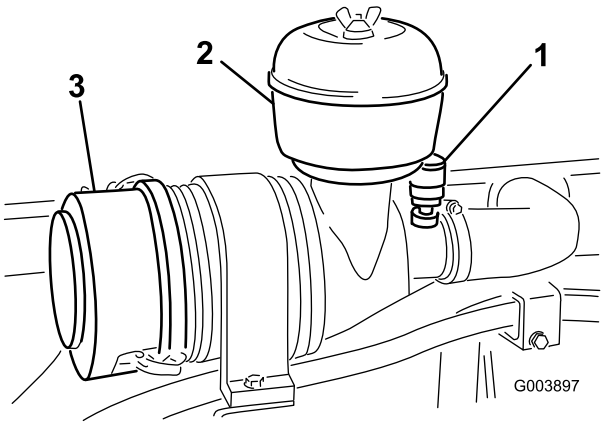

Figur 50
1. Ta bort vingskruven och locket på förfilterskålen (Figur 50).
Serva bara luftrenaren när serviceindikatorn på luftrenarhuset blir röd (Figur 50).
1. Lossa spärrhakarna och ta bort kåpan från luftrenarstommen (Figur 50).
9. Nollställ indikatorn (Figur 50) om den är röd.